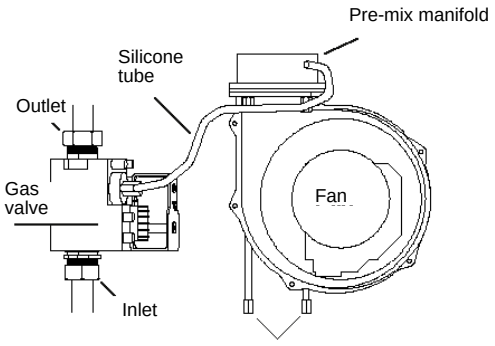

Fig. 24
6.11 GAS VALVE (see fig. 24)
6.12 FAN (see fig. 24)